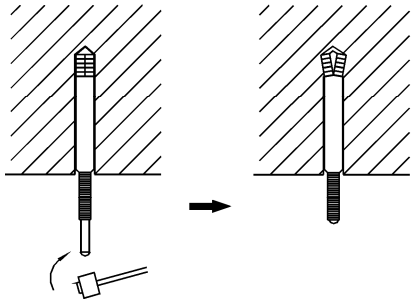

Abb. 32
(1) Schieben Sie eine Spreizschraube M10 in die Öffnung ein. Schlagen Sie die Achse ein. Der Abstand zwischen den Öffnungen siehe Zeichnung des Innengerätes. Die Montage der Spreizschraube siehe Abb. 32.